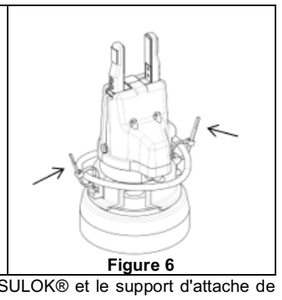

Figure 6
- Après avoir fixé le câble, coupez la partie excessive de l'attache INSULOK®. Voir **Figure 6.**